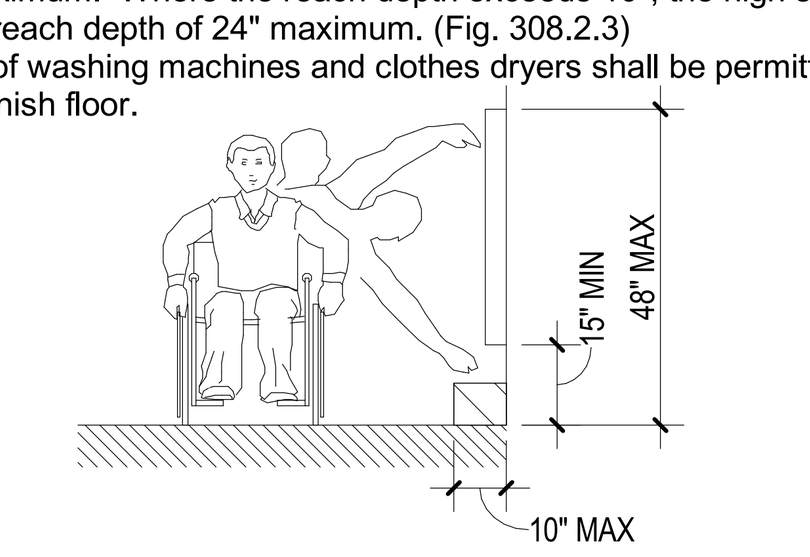

Figure 308.2.1 Unobstructed forward/side reach
A. Where a forward reach is unobstructed, the high forward reach shall be 48" maximum and the low forward reach shall be 15" minimum above the finish floor or ground. (Fig. 308.2.1)
A. Where a clear floor or ground space allows a parallel approach to an element and the side reach is unobstructed, the high side reach shall be 48" maximum and the low side reach shall be 15" minimum above the finish floor or ground. (Fig. 308.2.1)